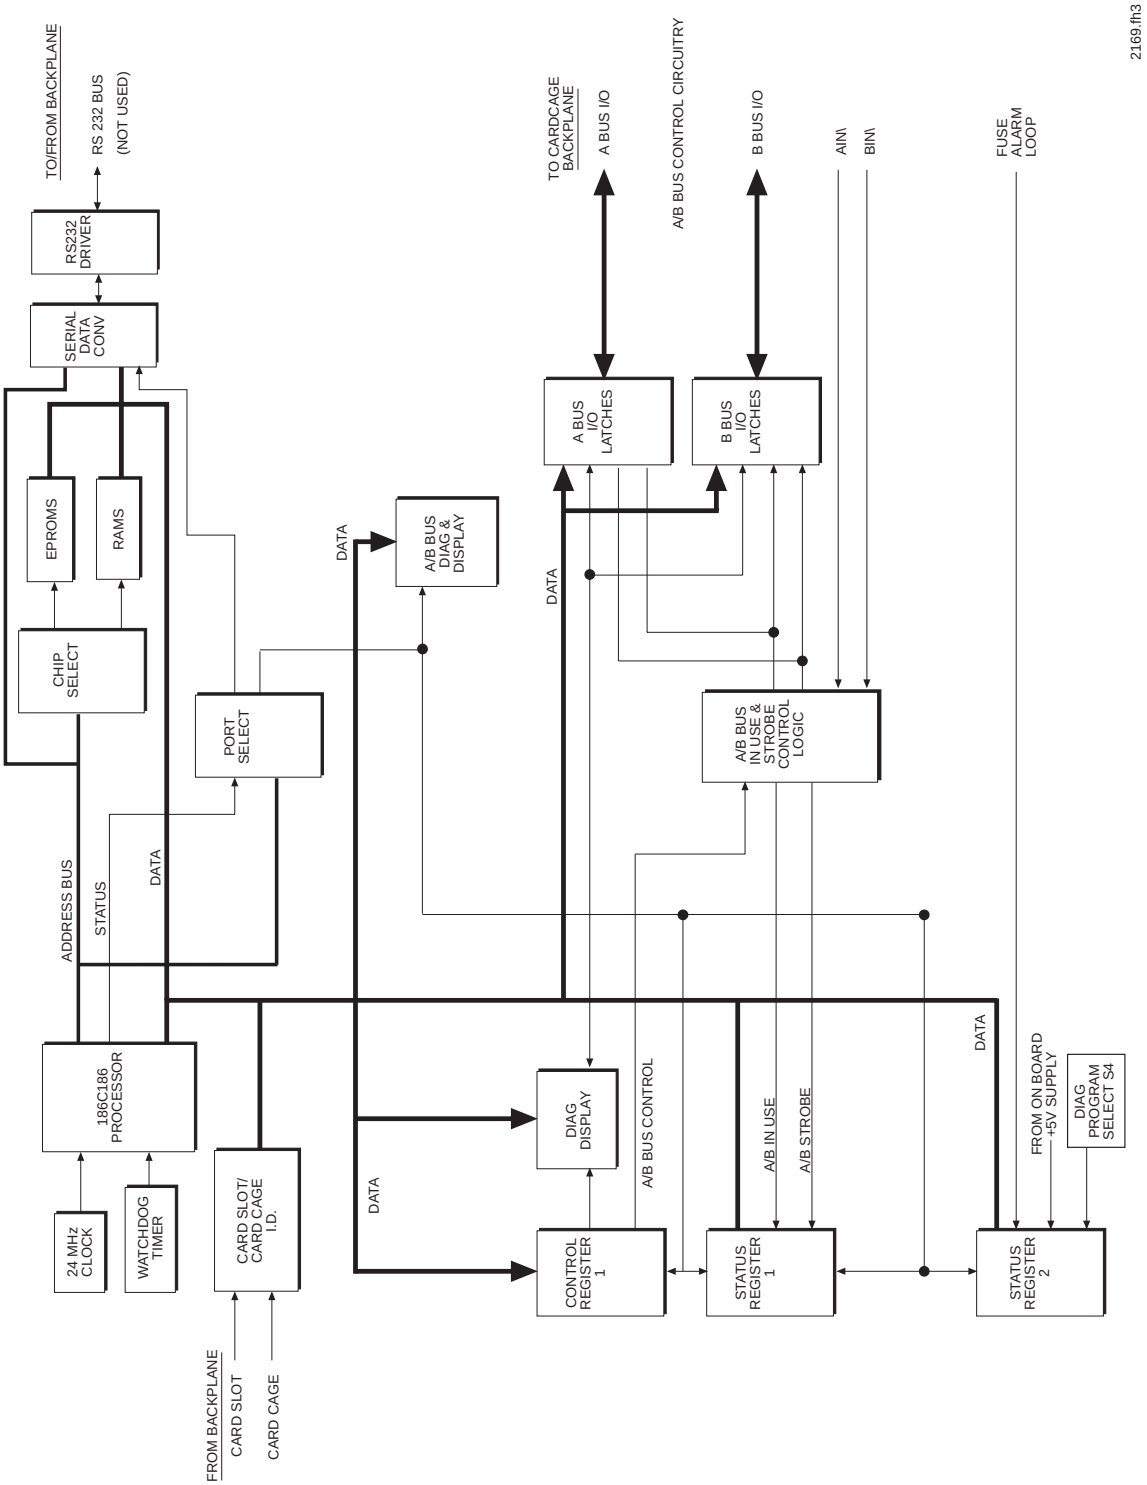

*Figure 5-43. Alarm Unit Functional Block Diagram*
***Fuse and A/B-Bus Monitoring.*** **Figure 5-43** is a block diagram of the Alarm Unit. The Alarm Unit monitors the states of the 10 data lines of the A/B-buses and the state of the fuse alarm lines from the card cage units and position fuse panels of the central rack. If a fuse blows in one of the central rack card cage cards or position fuse panels, the Alarm Unit fuse status line to status register 2 indicates a fuse alarm. The Alarm Unit notifies the SCT that a fuse alarm has occurred and generates a SYSTEM FAULT alarm that is sent to the System Alarm Panel.